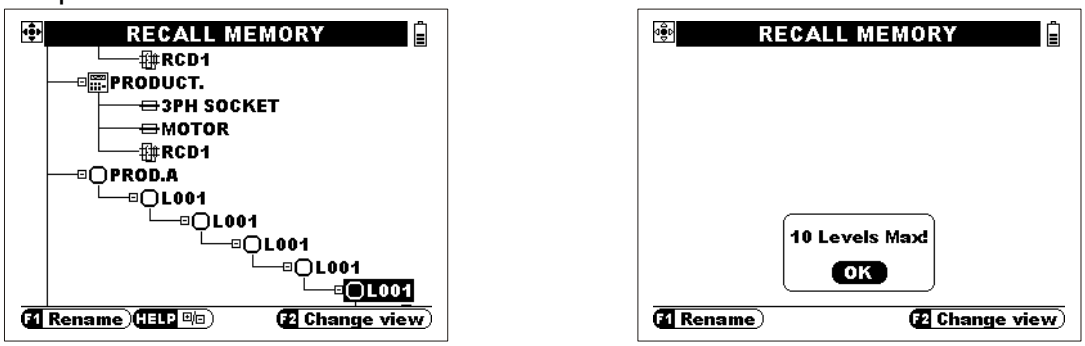

Рисунок 6.3 – Определение глубины подуровней
- Структура дерева ограничена 2000 позициями с 10 уровнями в глубине, см.рис.6.3.